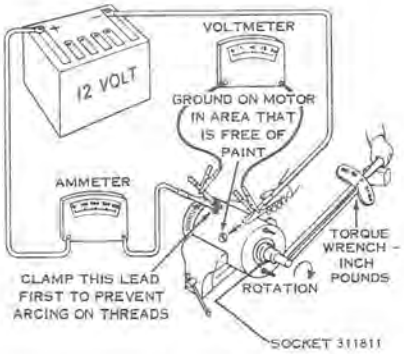

Figure 6-36
a. Connect a voltmeter between the starter terminal and motor frame. Using a torque wrench to stall motor armature (see Figure 6-36), connect starter motor through an ammeter to a 12-volt battery.